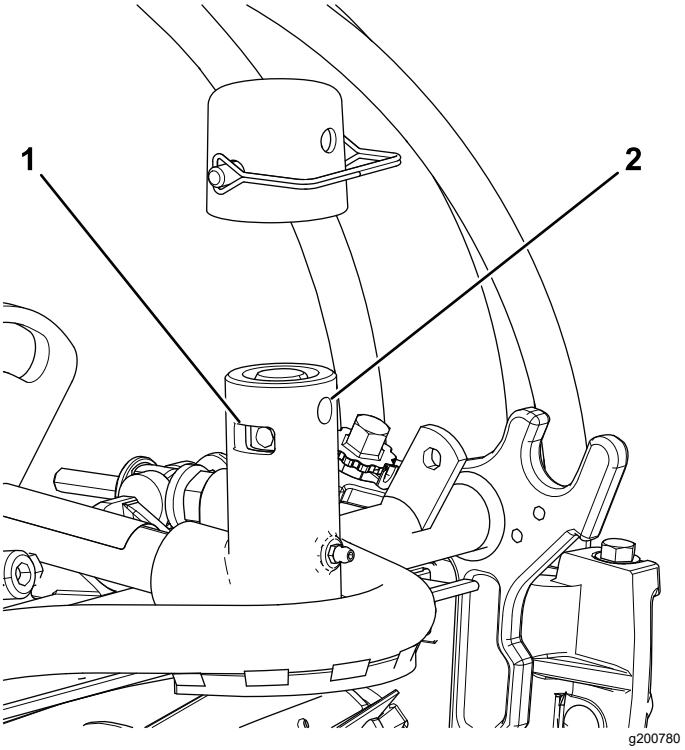

**Figur 9**
**Obs:** Använd skåran för styrningsklippenheten eller hålet för att låsa klippenheten i rätt läge (Figur 9).